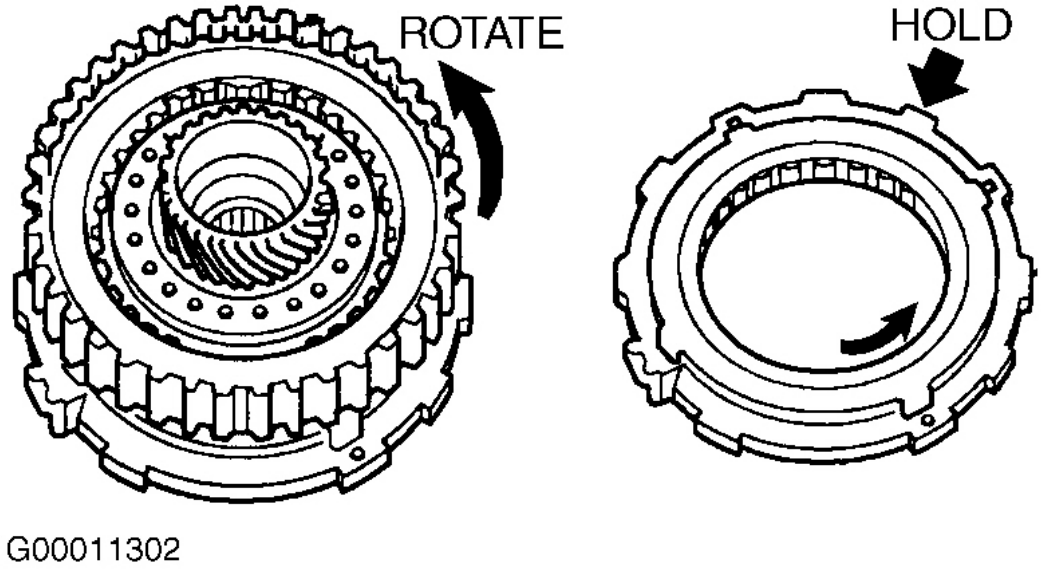

Fig. 72: Checking Underdrive Clutch Assembly Rotation
25. Install underdrive clutch to No. 2 one-way clutch. Rotate underdrive clutch to ensure correct installation. Underdrive clutch should rotate in a counterclockwise direction, and lock in a clockwise direction. See **Fig. 72**.